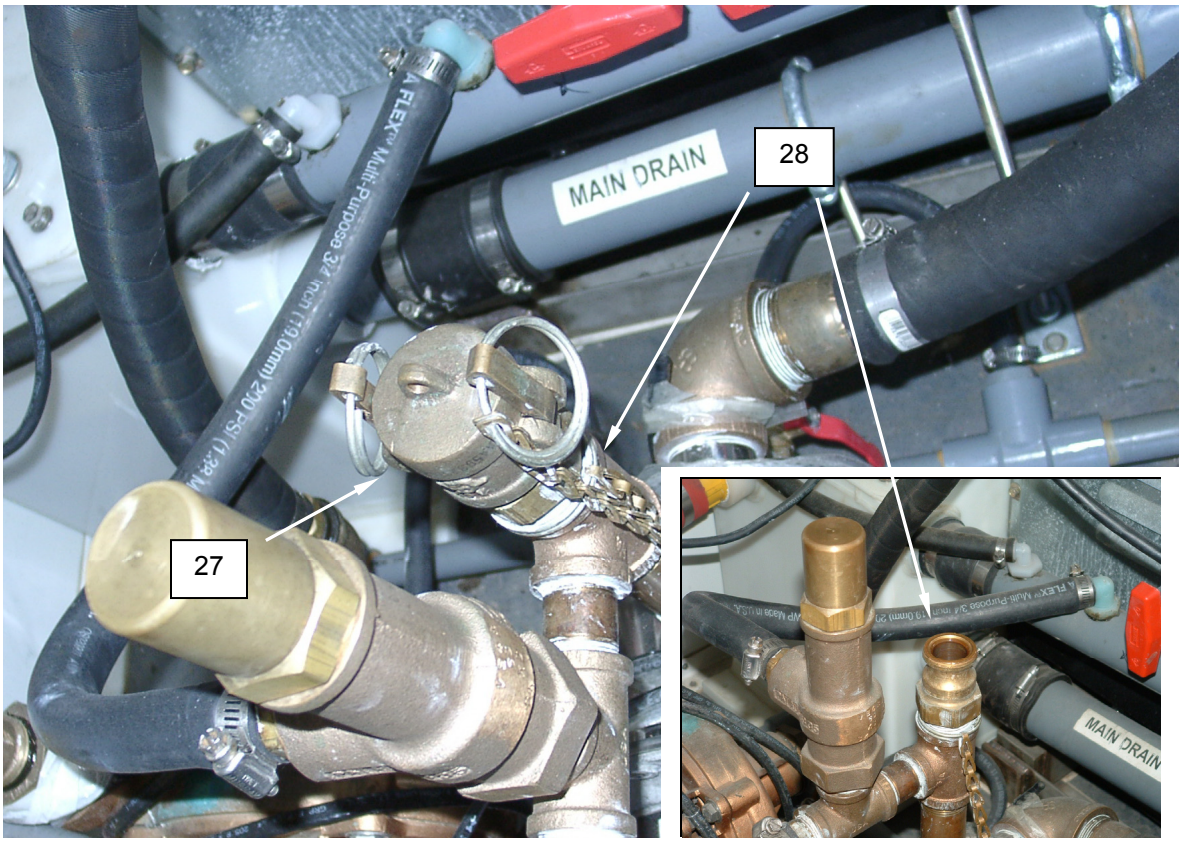

Figure 16. P1 Pump Priming Standpipe.
3. Remove the QD cap **(Figure 16, Item 27)** from the priming standpipe **(Figure 16, Item 28)**.
4. Pour approximately 1/2 gallon of source water into the open standpipe **(Figure 16, Item 28)**.
5. Install the QD cap **(Figure 16, Item 27)** onto the standpipe **(Figure 16, Item 28)**, and lock in place.